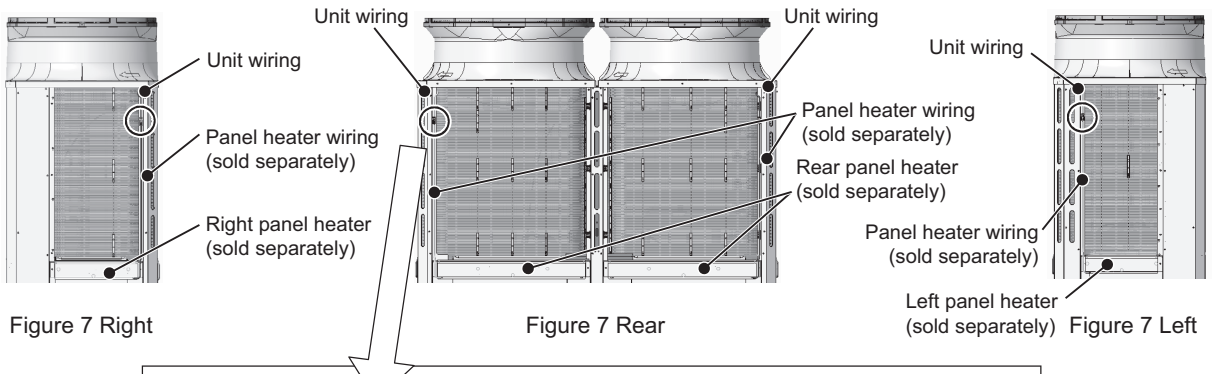

Figure 7 Right　　Figure 7 Rear　　Figure 7 Left
(9) If a separately sold panel heater is installed, disconnect the connectors of the panel heater wiring. Bundle the excessive disconnected panel heater wiring with adhesive tape or other materials. (4 locations as shown in Figure 7.)